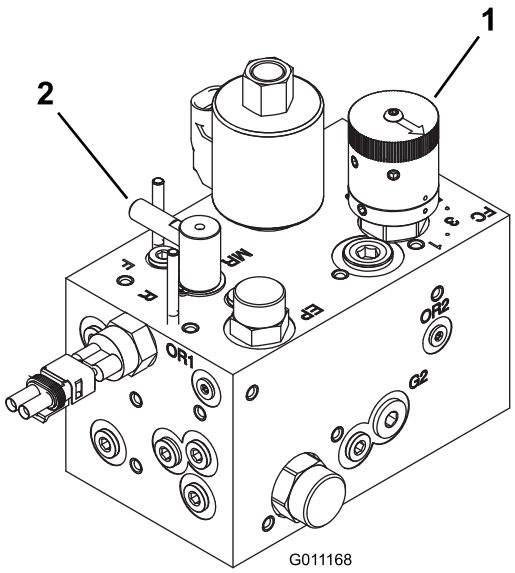

Figur 47
2. Vri kontrollknotten for spolehastigheten (Figur 47) til det tallet du fant i trinn 1.